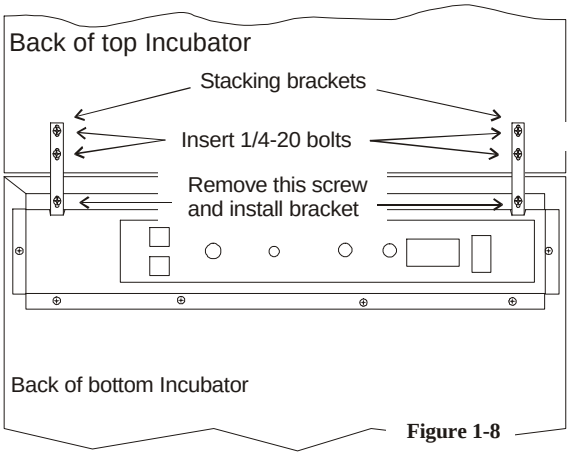

Figure 1-8
6. Remove and save the two screws from the back of the control panel on the bottom unit as identified in Figure 1.8.